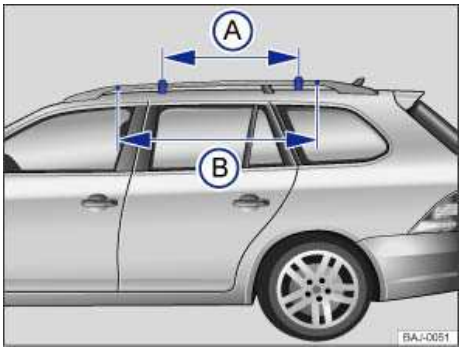

**Fig. 105** Roof fails: Base carrier attachment areas.
The base carrier must be mounted in area ⇒ fig. 105 (B).